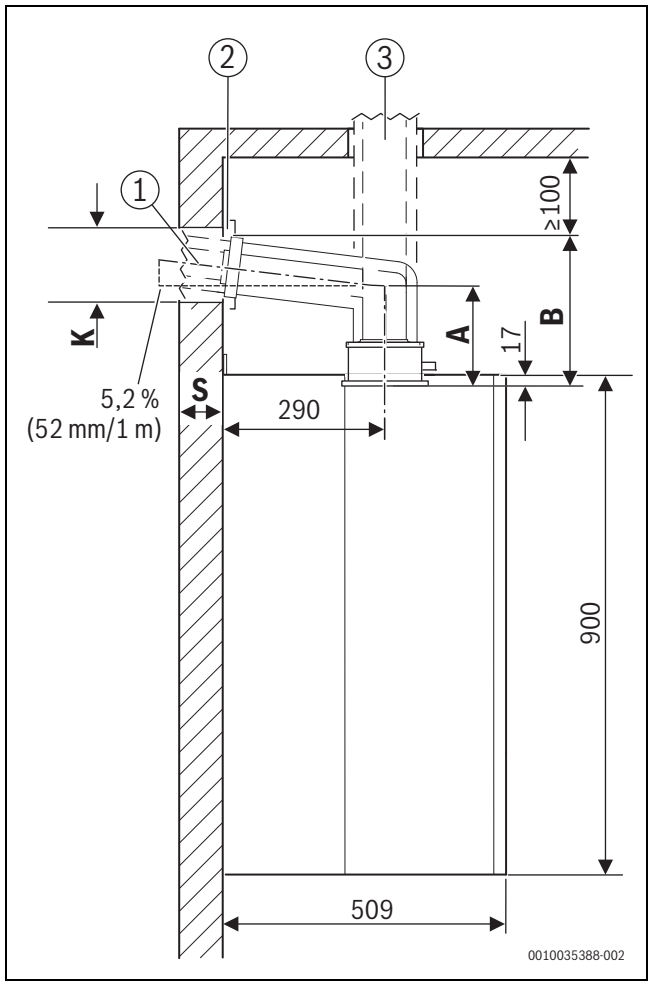

Fig. 2 Vedere laterală (mm)
- Dacă este cazul, adăugați dimensiunea capacului ([2] în fig. 2).